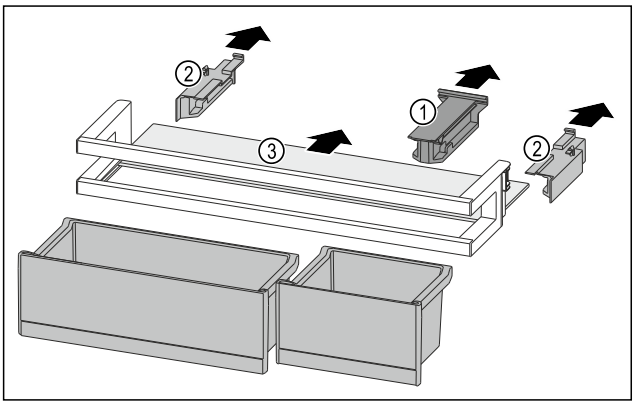

Fig. 100
▶ Retire la pieza de retención *Fig. 100 (1)*.
▶ Retire las partes laterales *Fig. 100 (2)*.
▶ Retire el estante *Fig. 100 (3)*.